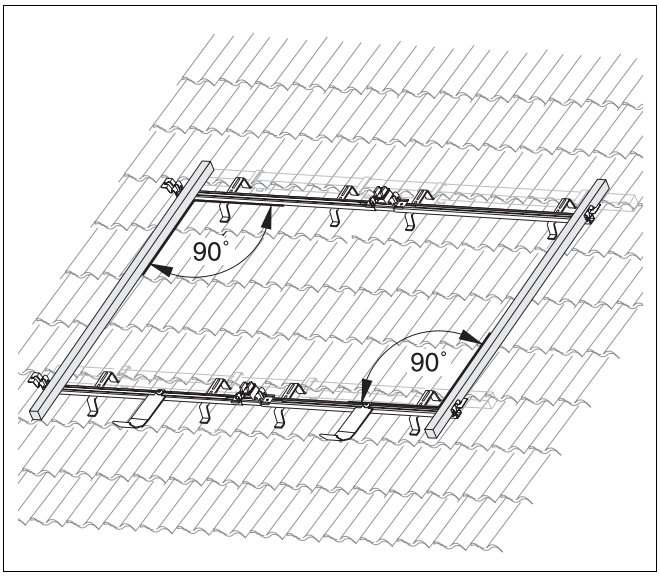

Afb. 29 Profielrails positioneren
- Positioneer de bovenste profielrails aan de zijkant eveneens in een insprong ten opzichte van de onderste profielrails (afb. 29).